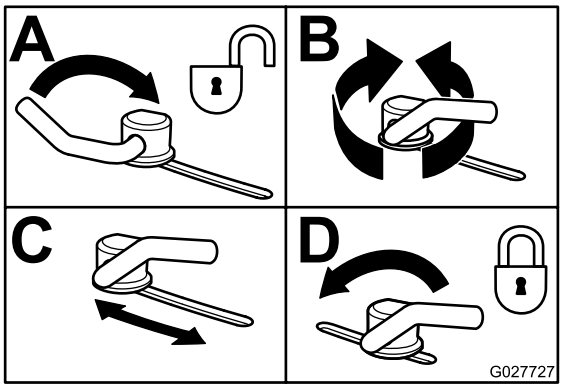

Figure 29
3. Pour régler les verrous à came, soulevez le levier pour desserrer le verrou (Figure 29).
5. Repoussez le levier à sa position d'origine pour serrer le déflecteur et les verrous (Figure 29).